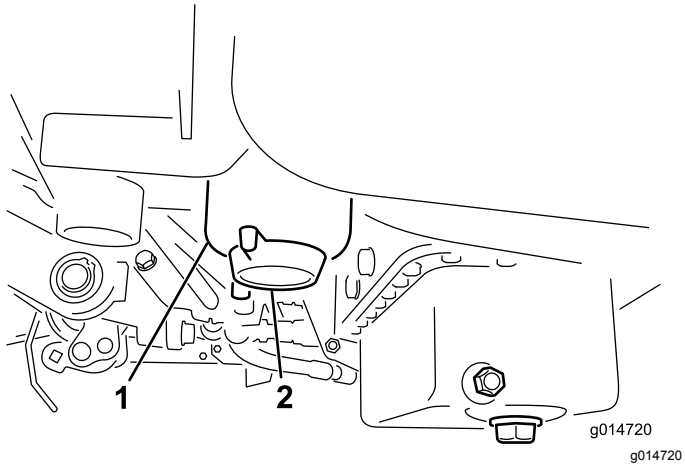

Figur 30
3. Öppna avtappningspluggen på bränslefiltret cirka ett varv och töm ut eventuellt ansamlat vatten (Figur 30).